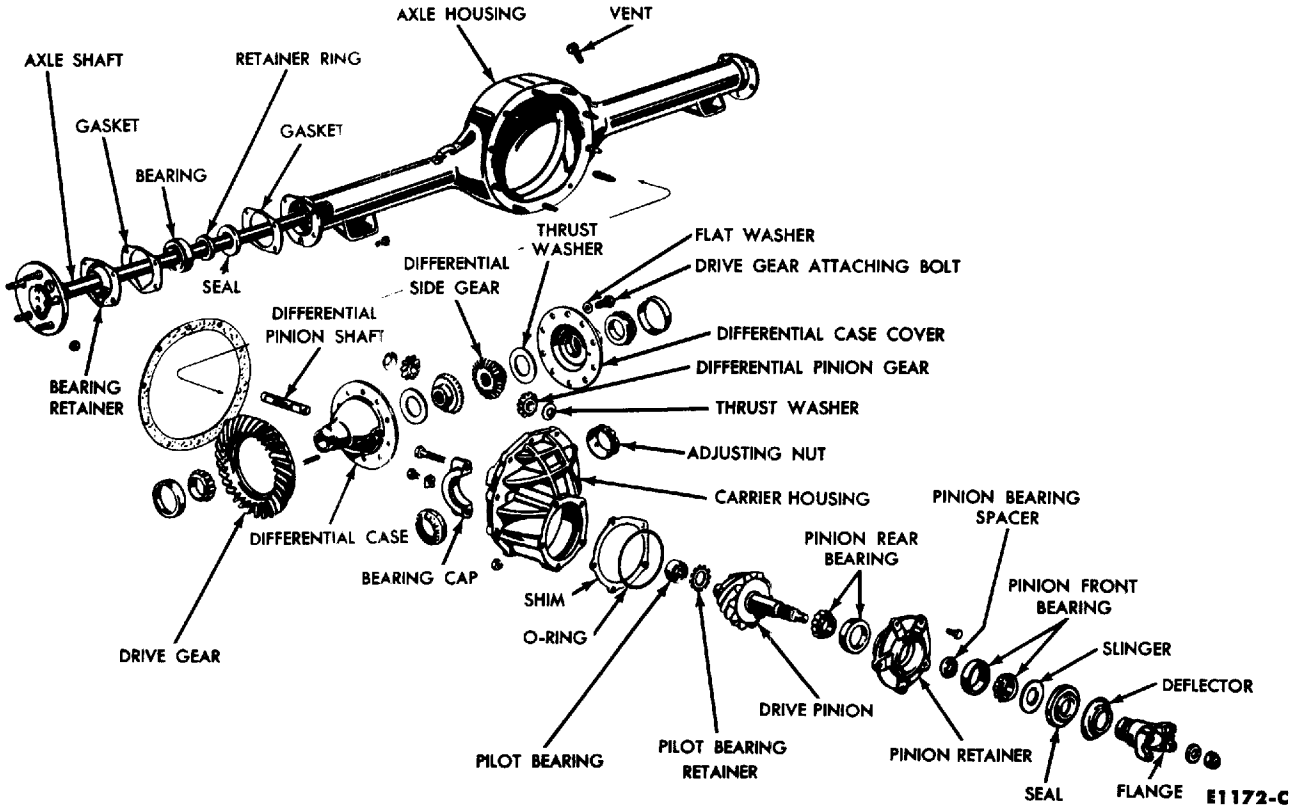

FIG. 1—Rear Axle—Disassembled
2. Use a wire brush to clean dirt from the area around the carrier and housing mating surfaces (Fig. 1). Then wipe the area clean with a cloth dampened with solvent.